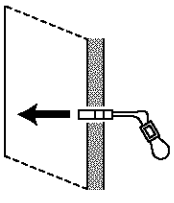

Fig. 2
5. Hinge the plastic legs of the toggle bolt into the channel of the metal end of the toggle bolt so it can fit into the 1/2" hole drilled in the wall (refer to Figure 2).